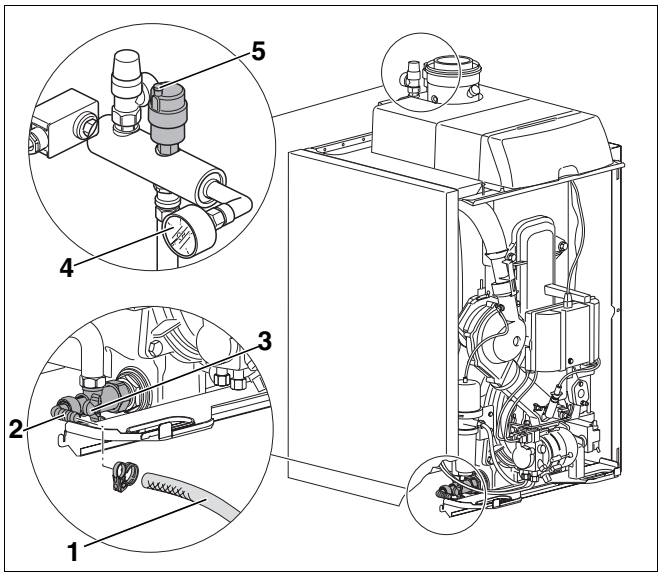

Rys. 25 Napełnianie instalacji grzewczej wodą
- Wypełniony wodą wąż (rys. 25, **poz. 1**) nałożyć na końcówkę (rys. 25, **poz. 2**) zaworu zaworu napełniania i spustu, który następnie otworzyć (rys. 25, **poz. 3**).
- Odkręcić zaślepkę odpowietrznika automatycznego (rys. 25, **poz. 5**) o jeden obrót, tak aby powietrze mogło uchodzić.
- Odkręcić ostrożnie zawór i powoli napełniać instalację grzewczą. Sprawdzać przy tym wskazanie ciśnienia (manometr, rys. 25, **poz. 4**) dla obiegu grzewczego.
- Zamknąć zawór doprowadzający wodę oraz zawór do napełniania i spustu (rys. 25, **poz. 3**) na kotle grzewczym.
- Zdjąć wąż (rys. 25, **poz. 1**) z zaworu do napełniania i spustu (rys. 25, **poz. 3**).